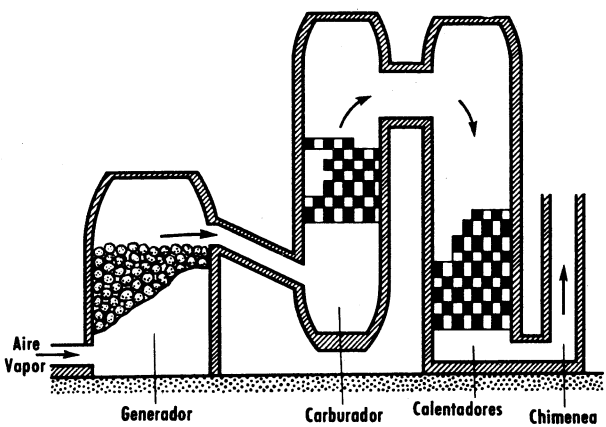

FIG. 91
1. El gas de aire o gas pobre se obtiene haciendo pasar aire a través de un lecho de carbón que se pone incandescente en la combustión (Fig. 91).